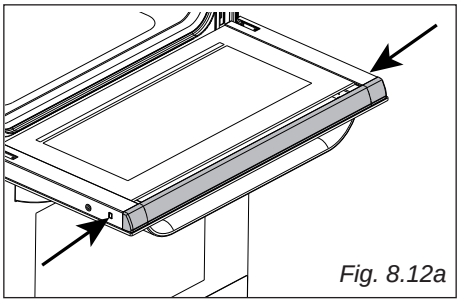
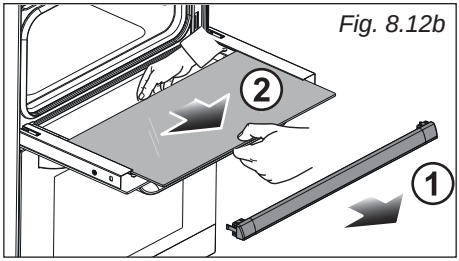

Fig. 8.12a
Fig. 8.12b
- Press the tabs on the sides of the glass retainer which is positioned at the top of the oven door (arrows in fig. 8.12a), then gently remove the retainer (arrow 1 in fig. 8.12b).
- Gently pull out the inner pane of glass (arrow 2 in fig. 8.12b).